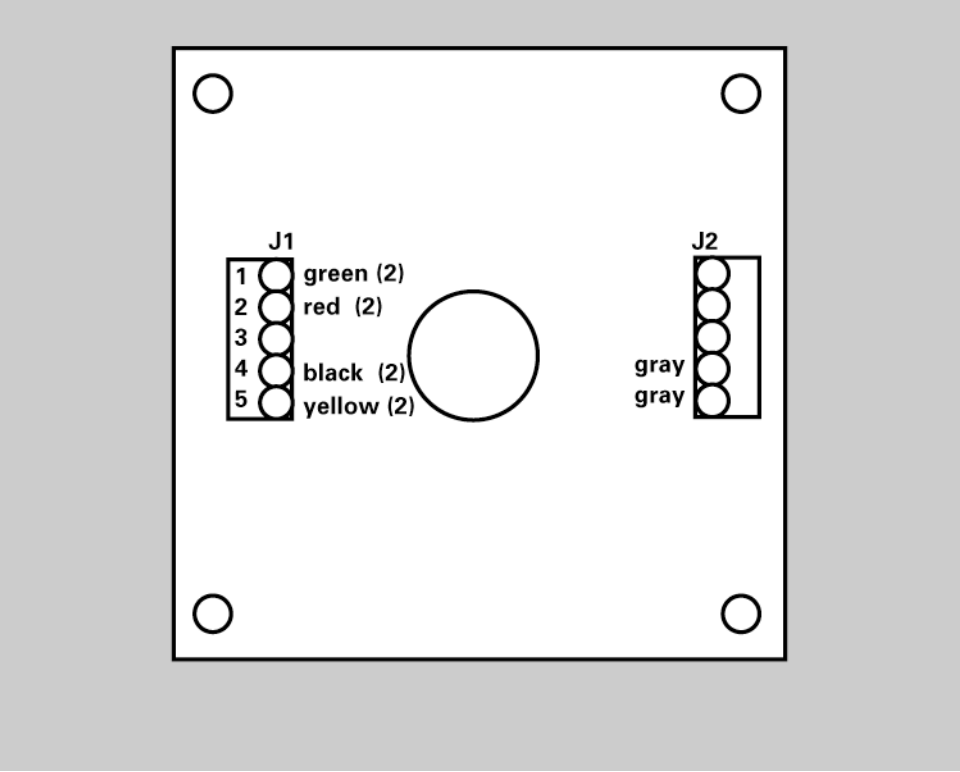
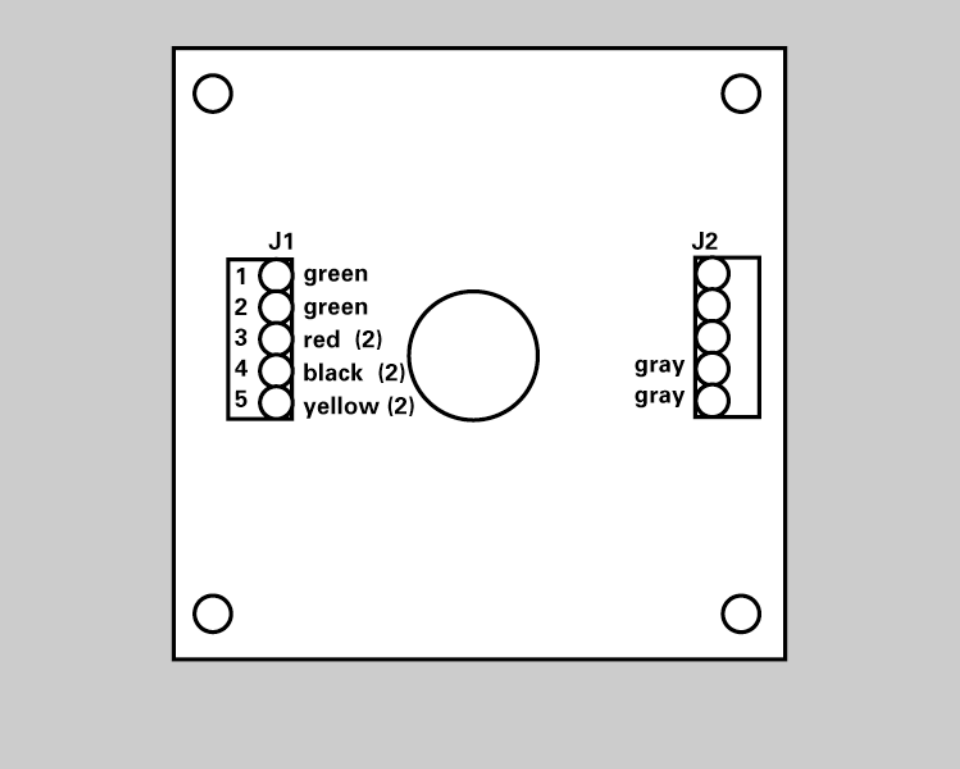

Figure 44
Figure 45
4. For a parallel connection, connect the cable conductors of both cables to terminal block J1 on the PCB of switch enclosures #1 as shown in *Figure 44*. The (2) indicates that two green wires will join together in terminal 1 of J1, etc. For a series connection, connect the wires as shown in *Figure 45*.